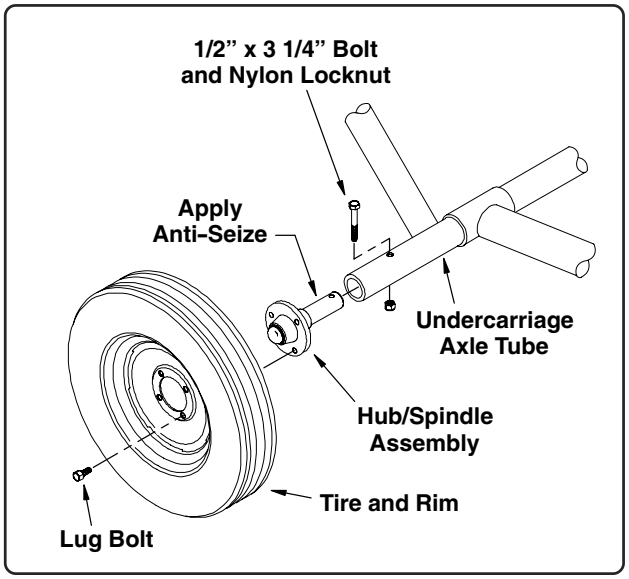

Fig. 34
Apply a thin coat of anti-seize compound to the spindle and slide the hub and spindle assembly into the axle tube. Secure each spindle to the axle using one (1) 1/2" x 3 1/4" bolt and nylon locknut (See Fig. 34). Mount the tire and rim and secure using the lug bolts provided.